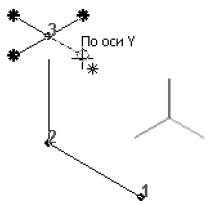

Рис. 123.7. Указание координатной оси в окне модели
- использовать изображение координатных осей рядом с построенной вершиной в окне модели (рис. 123.7).